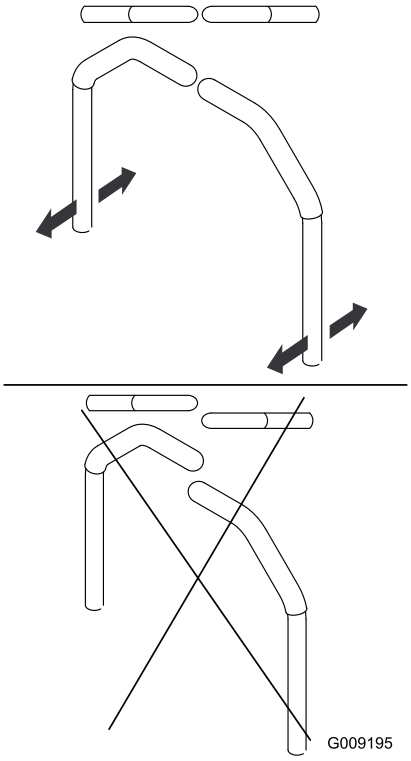

Figure 64
3. Align the front-to-rear position of the handles by bringing them together to the NEUTRAL position, and sliding them until they are aligned (Figure 64).